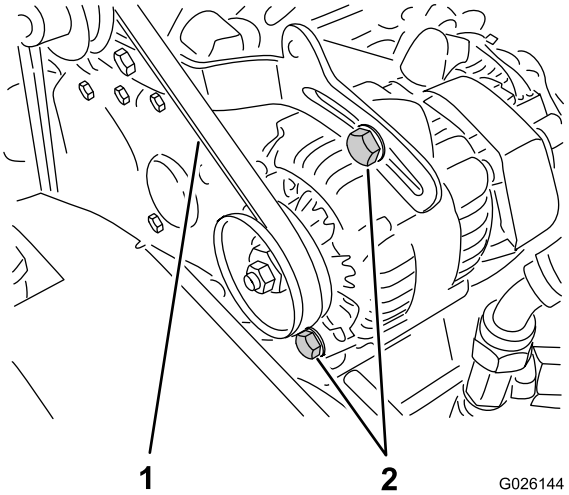

Figur 66
2. Kontroller spenningen ved å trykke ned remmen midt mellom veivakselens og generatorens remskiver med en kraft på 10 kg (Figur 66).
A. Løsne generatorens to monteringsbolter (Figur 66).
B. Bruk en stang og vri generatoren til du oppnår passelig spenning på remmen, og stram deretter monteringsboltene (Figur 66).